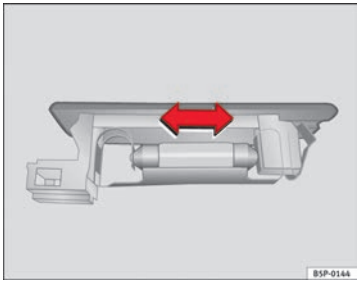

Abb. 207 Gepäckraumbeleuchtung
– Drücken Sie die Lampe zur Seite und nehmen Sie sie aus ihrer Halterung heraus ⇒Abb. 207. ■